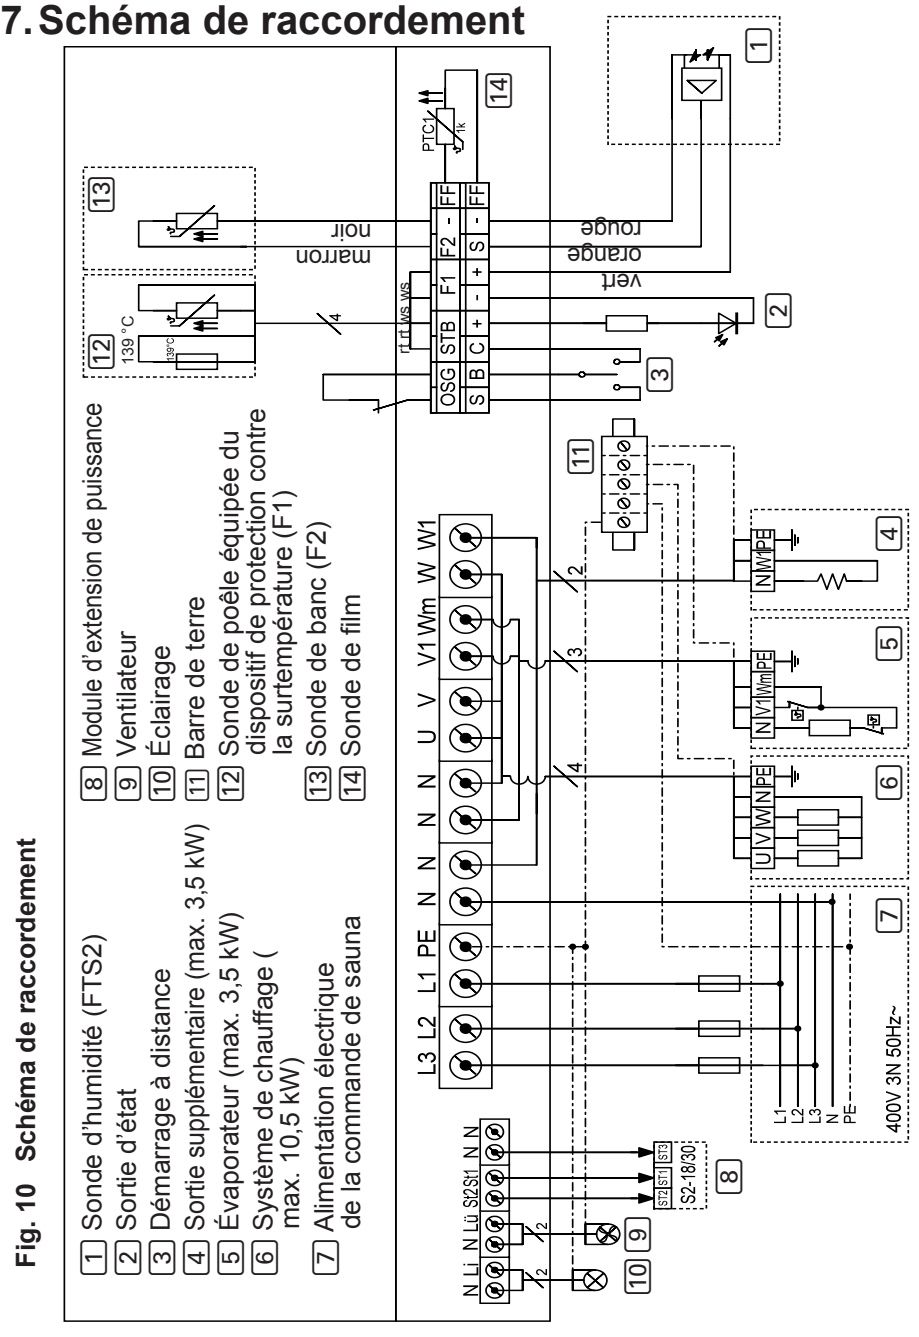

Fig. 10 Schéma de raccordement
- Respectez le schéma de raccordement (**Fig. 10**), page **34**.